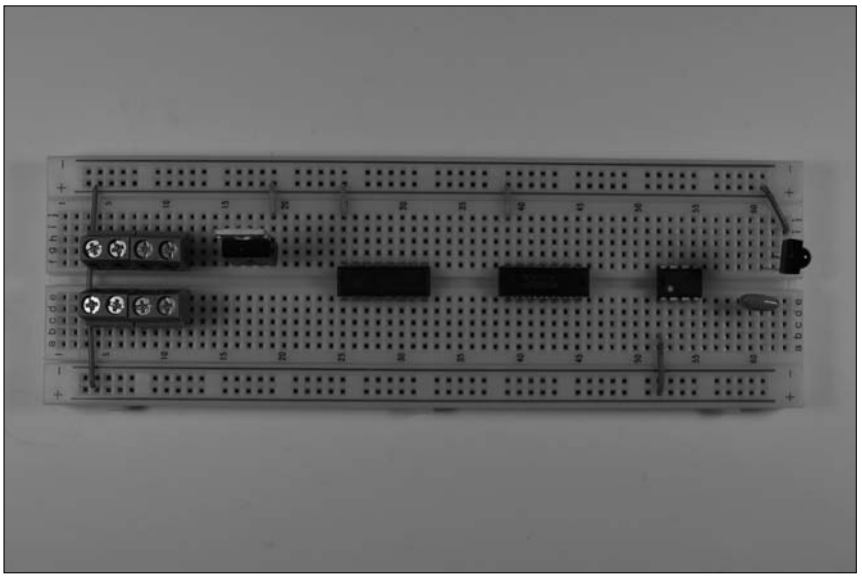

Figure 11-27: Connect components to the +V bus.
4. **Insert wires to connect each component to the + voltage bus and a wire to connect the two + voltage buses, as shown in Figure 11-27.**